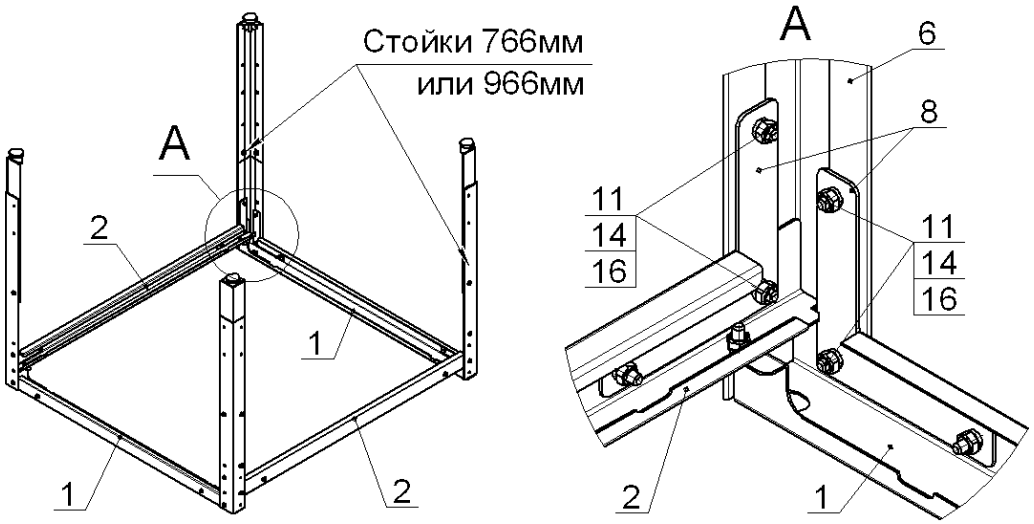

Рис.4
4. Закрепить на профилях, поз.1 и 2 и угольниках, поз. 8, стойки 766мм или стойки 966мм, при помощи болтов М6, гаек и шайб, поз.11, 14 и 16, как показано на рис.4. Гайки не затягивать: